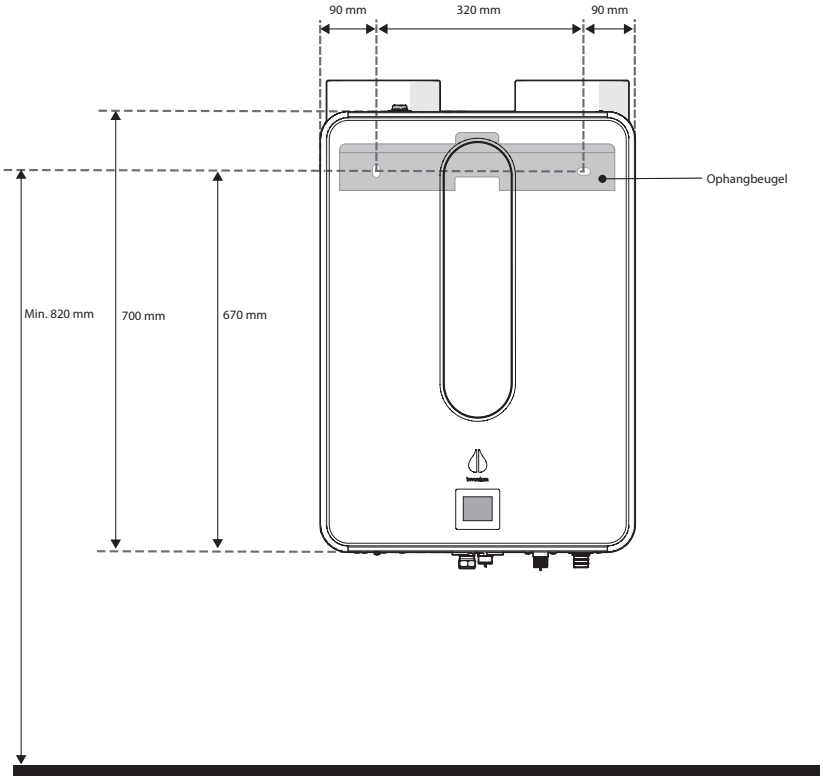

*Figuur 17 De aanbevolen maten voor het ophangen van de Modul-AIR aan een muur.*
1. Meet uit waar je de muurbeugel wilt bevestigen. Figuur 17 geeft de aanbevolen afmetingen weer.